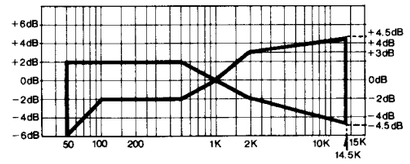

Fig. 16
8. Change test tape to CrO_2 reference blank test tape (QZZCRX), and record 1kHz, 50Hz, 100Hz, 200Hz, 500Hz, 4kHz, 8kHz, 10kHz, 12.5kHz, 14kHz and 16kHz signals. Then, playback the signals and check if the curve is within the limits shown in the overall frequency response chart for CrO_2 tapes (fig. 16).
9. Place UNIT into metal tape mode and change test tape to metal reference blank test tape (QZZCRZ), and record 1kHz, 50Hz, 100Hz, 200Hz, 500Hz, 4kHz, 8kHz, 10kHz, 12.5kHz, 14kHz and 16kHz signals. Then, playback the signals and check if the curve is within the limits shown in the overall frequency response chart for metal tapes (fig. 16).